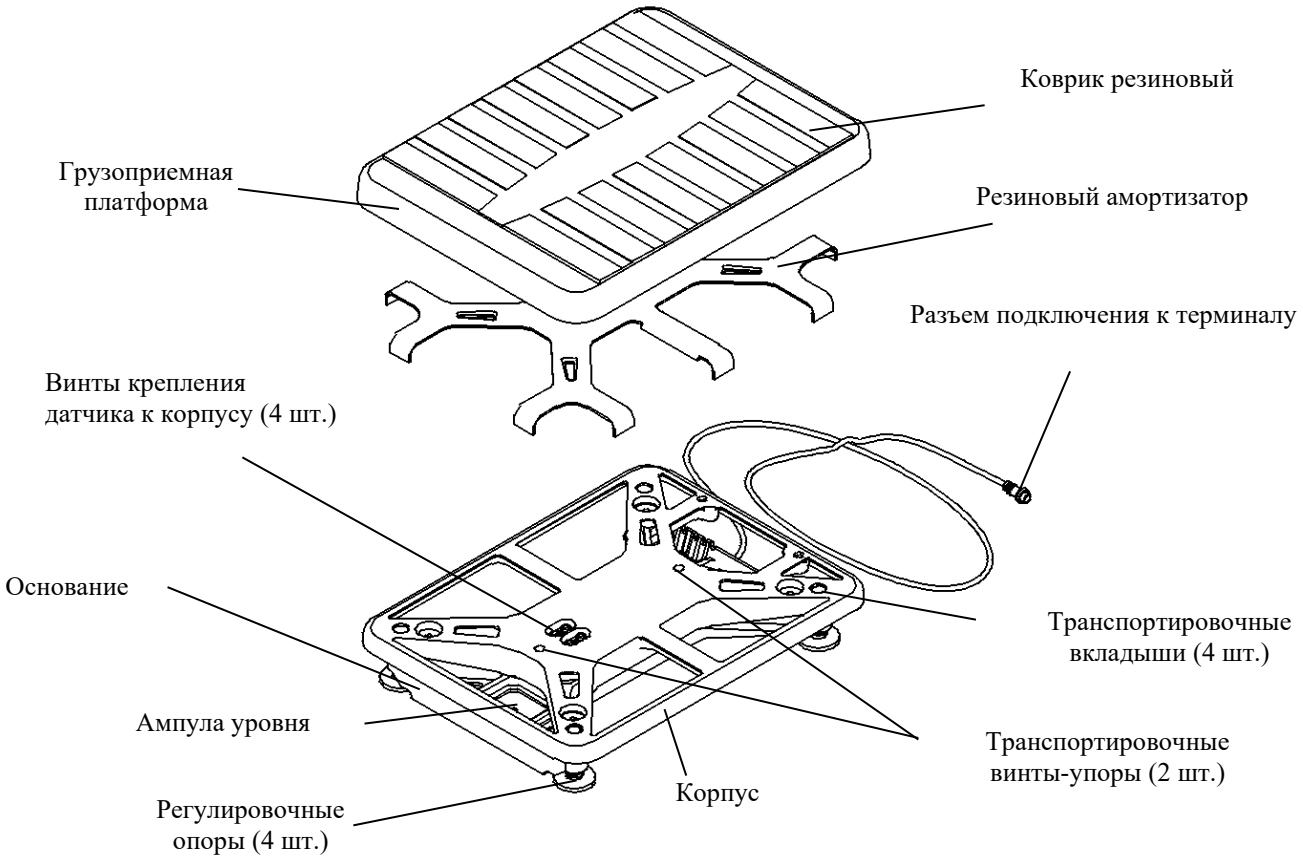

Рисунок 6.2 – Платформа весовая
7.1.2 В весовой платформе (рис. 6.2) вывернуть два транспортировочных винта-упора, вращая их только против часовой стрелки.